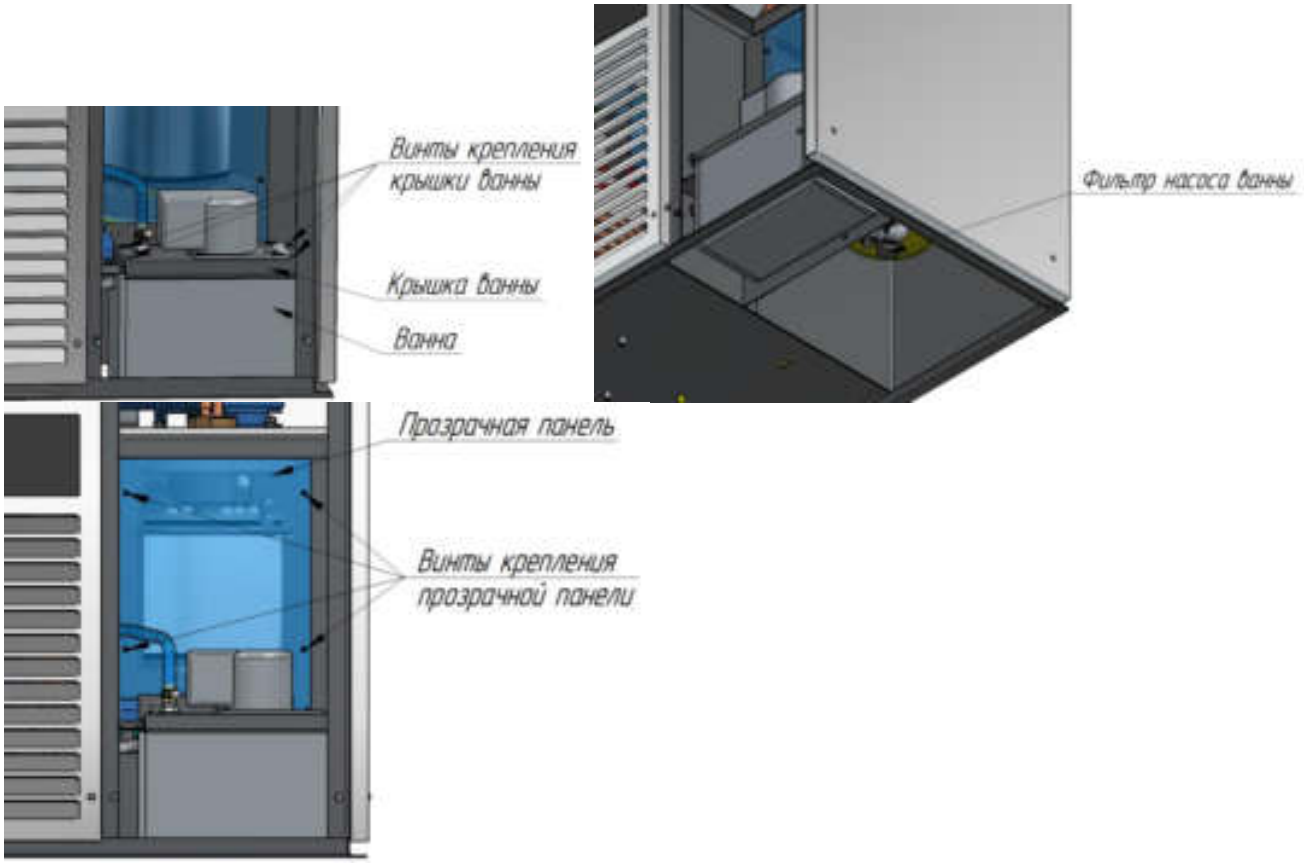

Рис. 7 Расположение крышки ванны, фильтра насоса и прозрачной панели. Смотровая панель на рис. 7 не показана.
- снять крышку ванны, удалив четыре винта (рис. 7);
- снять фильтр насоса ванны, открутив предварительно гайку корпуса фильтра (рис. 7);
- снять прозрачную панель, удалив четыре винта (рис. 7);